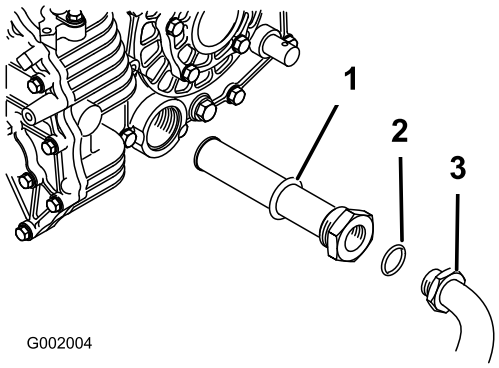

Figur 67
5. Afmonter hydraulikslangen og 90-grader-beslaget (Figur 67).